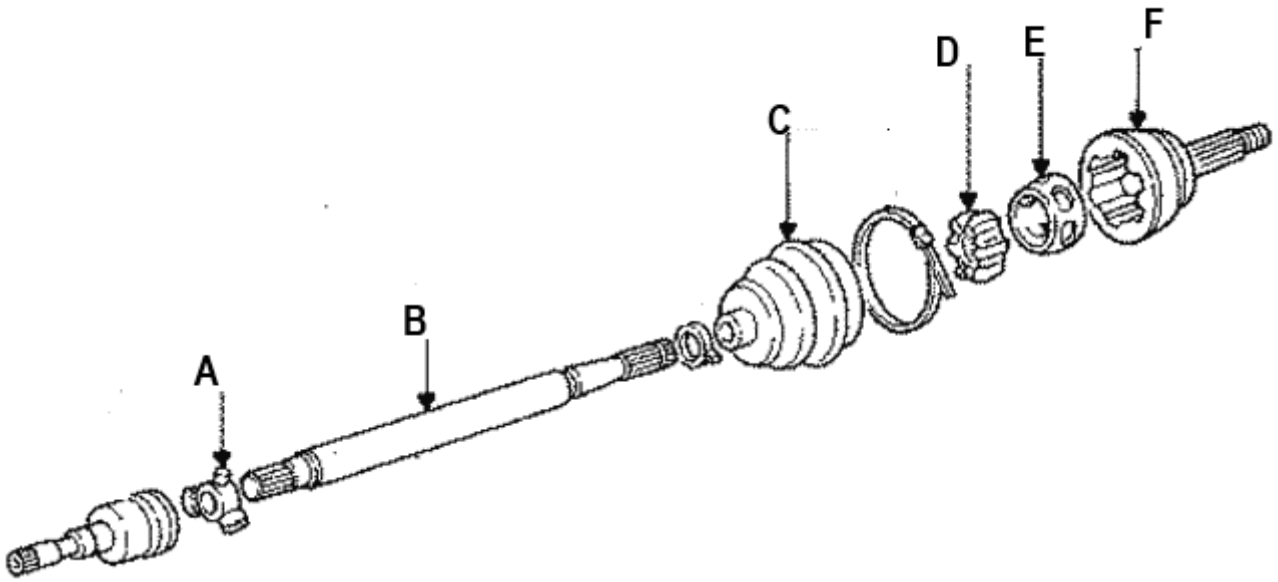

FIGURE 1
2.1 FIGURE 1 below shows the sketch of drive shaft as used on motor vehicles.